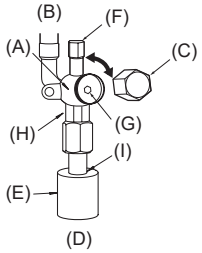

Abb. 4-6
2. Flüssigkeitsseite (Abb. 4-6)